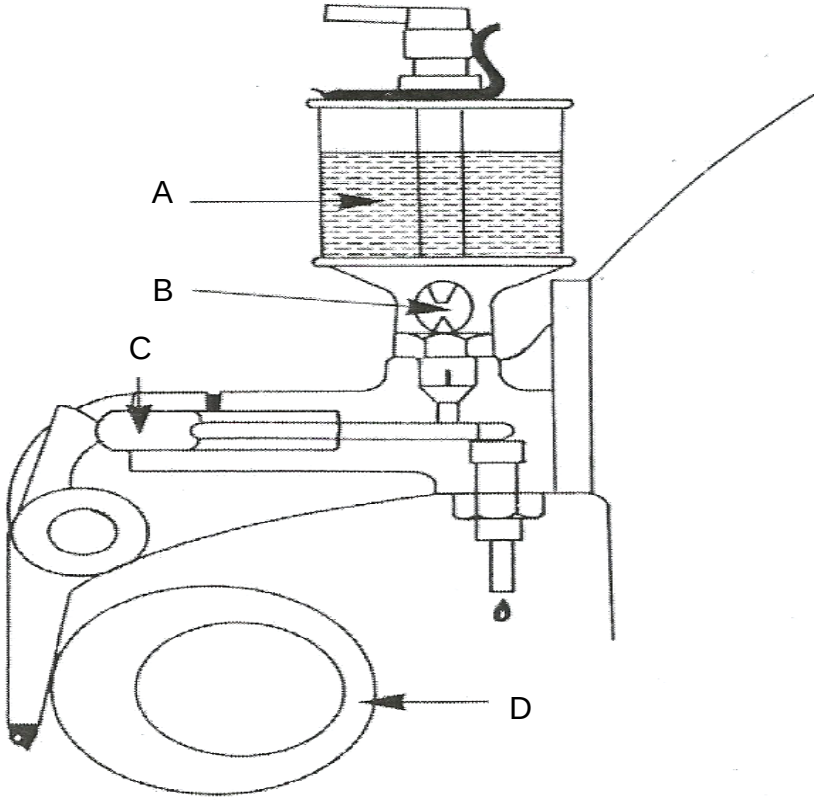

FIGURE 2
7.1 Study the lubricating device in FIGURE 2 below and answer the questions that follow: